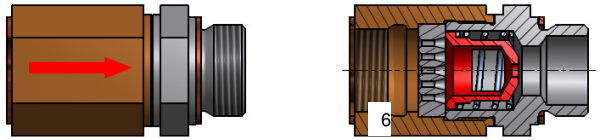

Bild 2 → PDV-DS (Eintrittseite Innengewinde, Austrittseite Außengewinde)
- Die Ausführung PDV-DS (Bild 2)
- PDV-DS / Bild 2 → Funktion wie bei PDV, zusätzlich wird die Gasausschubpulsation vom Kolbenkompressor gedämpft. Die Wirkung der Dämpferscheibe beruht auf Reflexion und Dissipation. Die Dämpferscheibe wirkt innerhalb der Rohrleitung als Reflexionsstelle. Die Ausbreitung der Druckpulsation in das nachgeschaltete System wird durch Reflexion der Pulsationsenergie verhindert, gleichzeitig werden „stehende Wellen“ in der Rohrleitung zerstört. Aufgrund der erhöhten strömungsmechanischen Reibung in den Bohrungen der Dämpferscheibe, hat diese gleichzeitig eine dissipative Wirkung.